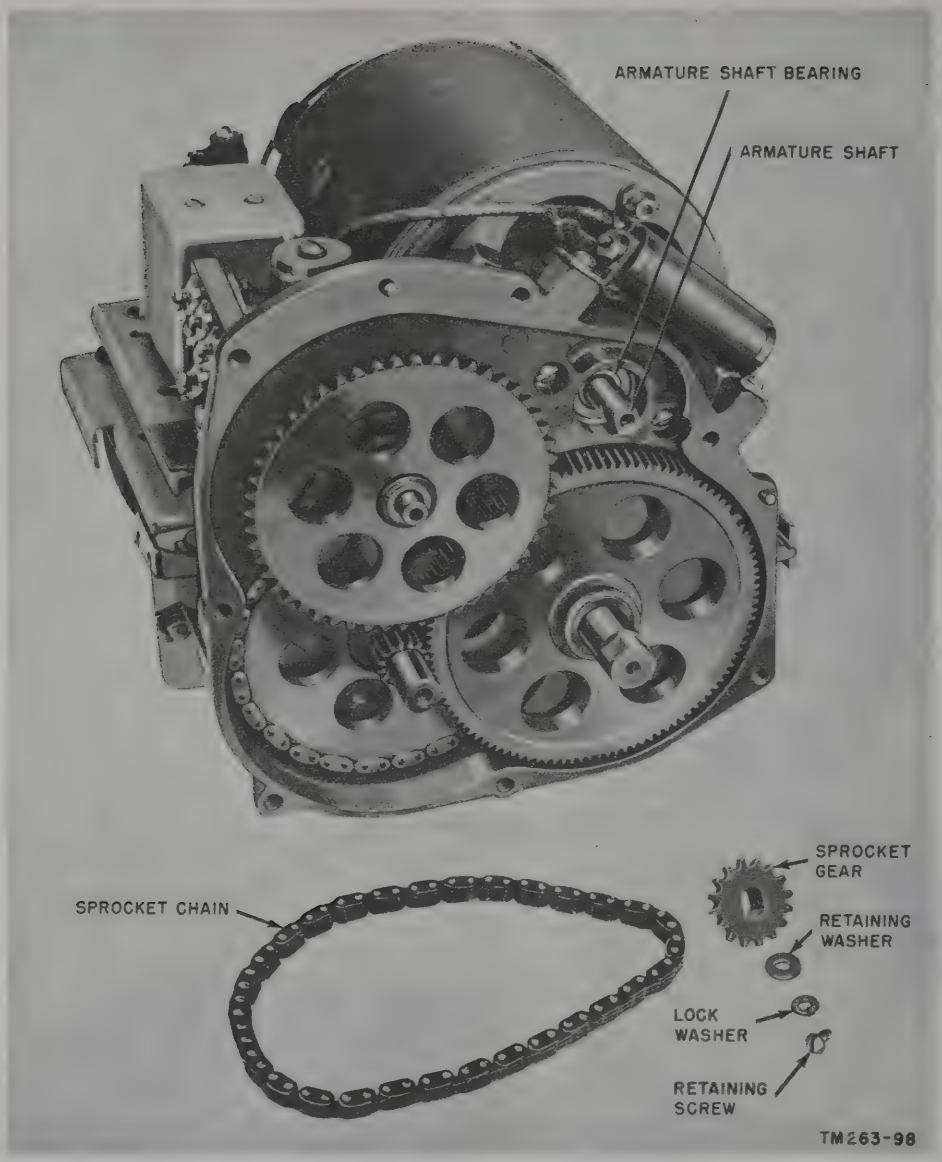

Figure 153. Sprocket gear and chain removed from Generator GN–58–(*).
d. The sprocket gear is press-fitted to the shaft. Pry it off gently (fig. 153).